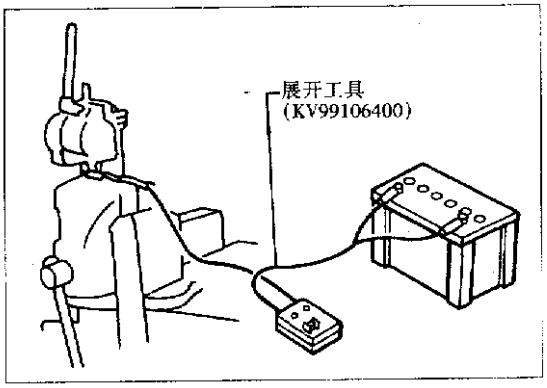

图10-2-32
③展开工具红夹头接电瓶正极,黑夹头接电瓶负极,见图10-2-32。
④"deployment tool power"灯应发绿光。